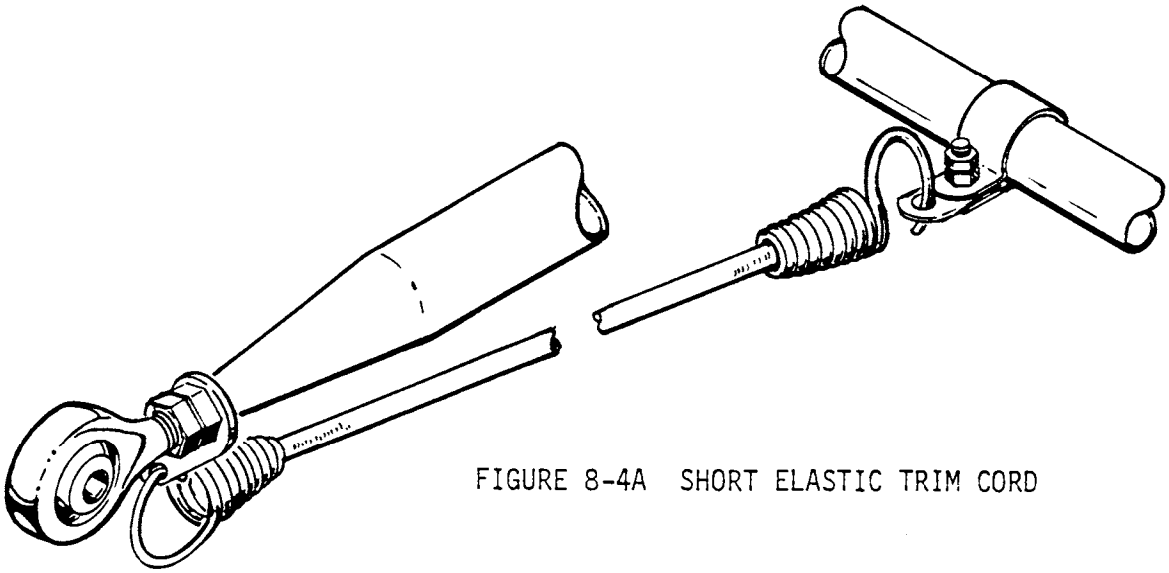

FIGURE 8-4A SHORT ELASTIC TRIM CORD
c) If short elastic trim cord installed as shown in Figure 8-4A, unhook trim cord at front tab of A121-1 push-pull tube and at clip mounted to support to remove trim cord.
a) Ensure clamp and clip are installed per Figure 8.4A
b) For short cord installation see Figure 8-4A